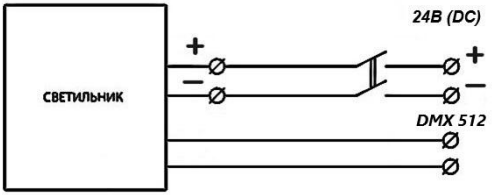

Рис.2. Схема подключения светильника
4.3. Подсоединить сетевые провода согласно схеме на рис. 2, обеспечив степень защиты не ниже IP66.